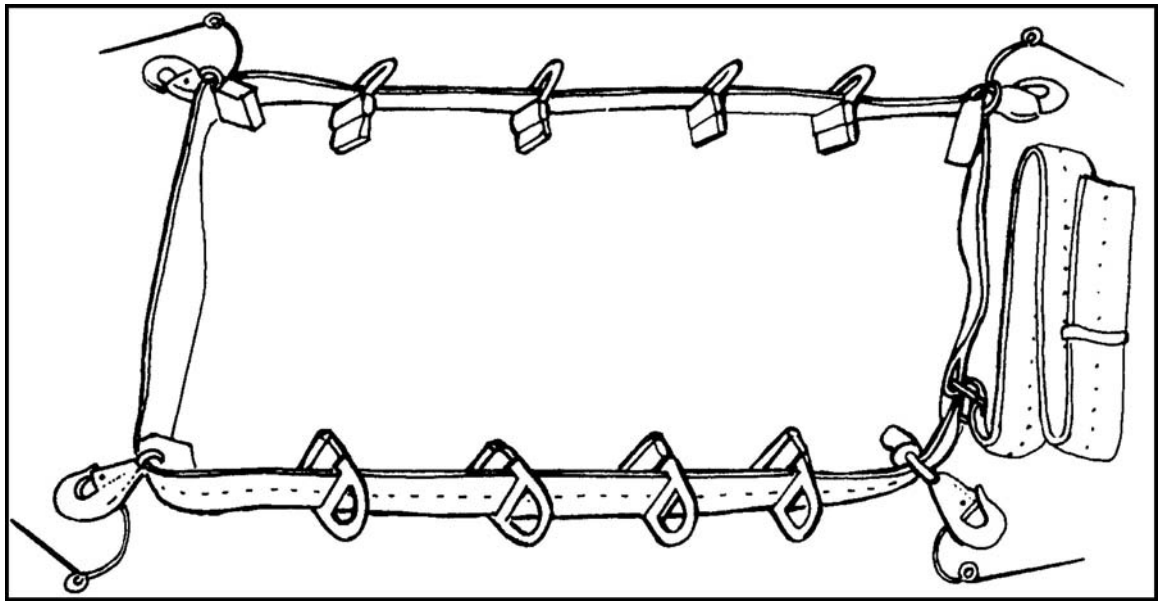

Figure 17-9. UH-60A modified anchor line.
b. **Modified Anchor Line System**. Install a floor-mounted anchor line system (Figure 17-9)